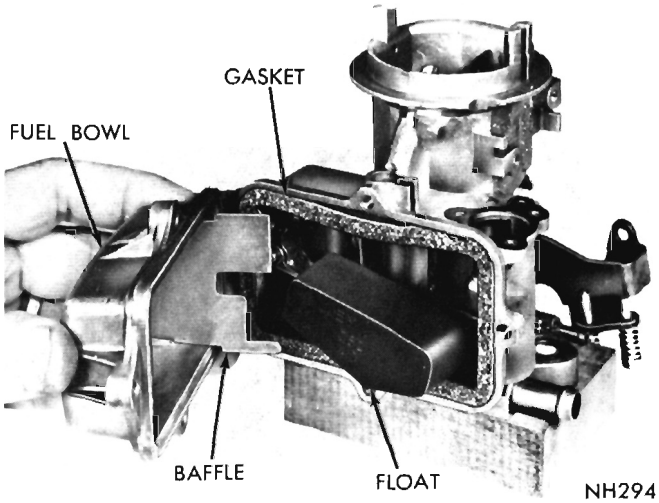

Fig. 5—Removing or Installing Fuel Bowl
(7) Remove fuel bowl attaching screws, then remove fuel bowl, baffle and gasket, (Fig. 5). Slide baffle out of bowl. Discard gasket. Remove float bumper spring.
(8) Using a suitable tool, remove float retaining clip, then slide float off fulcrum pin.